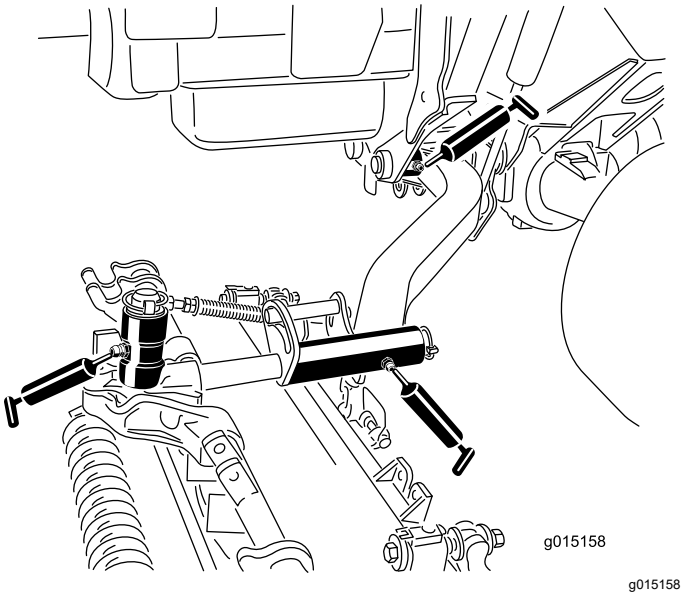

Figuur 83
- Draaikogellagers van hefarm (1 per maaidek) (Figuur 83)
- Draagframe van maaidek (2 per maaidek) (Figuur 83)
- As van hefarm van maaidek (1 per maaidek) (Figuur 83)